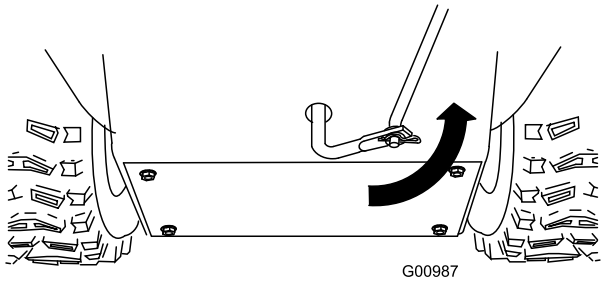

Rysunek 7
5. Obróć ramię dolnego łącznika całkowicie w górę (w lewo) (Rysunek 7).